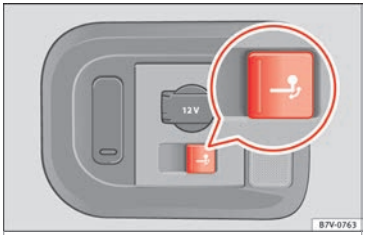

Afb. 229 Rechts in de bagageruimte: knop voor elektrisch kantelen van stang met kogelkop van trekhaak.
- Knop ››› **afb. 229** kort indrukken. De stang met kogelkop wordt elektrisch ontgrendeld en kantelt zelfstandig naar buiten; het lampje in de toets gaat knipperen.
- Knop ››› **afb. 229** kort indrukken. De stang met kogelkop wordt elektrisch ontgrendeld; het lampje in de toets gaat knipperen.